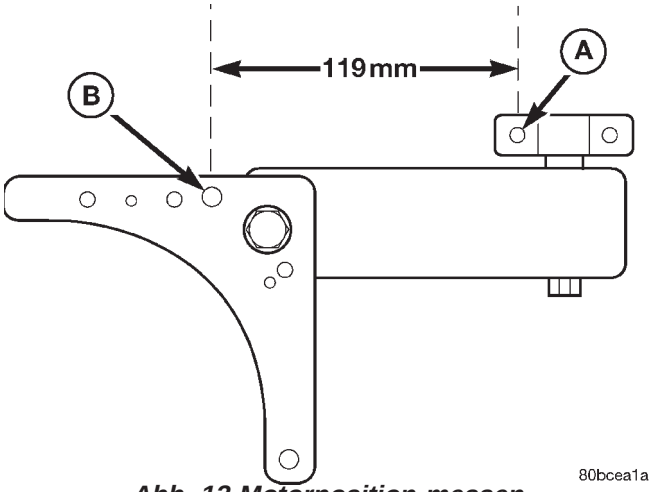

Abb. 12 Motorposition messen
(3) Vorsichtig eine nach oben gerichtete Kraft anwenden, durch die sich die Oberseite des Motors so weit nach hinten drehen kann, daß der Abstand zwischen der Mitte des hintersten Stehbolzens am Träger der Motoraufhängung (Punkt “A”) und der Mitte der Bohrung für den Clip des Waschanlagenschlauchs am Träger am Federbeindom (Punkt “B”) 119 mm (4,70 Zoll) beträgt (Abb. 12).